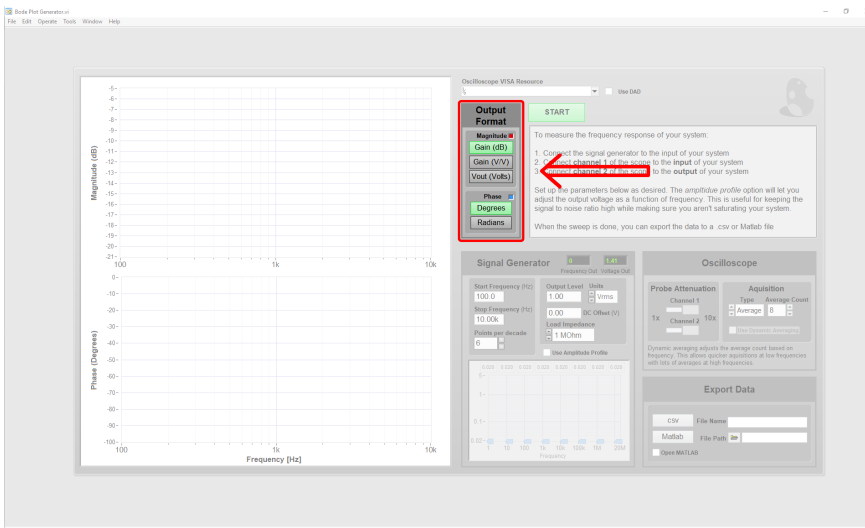

Figure 7: Output display format
4. Choose the output plot units. (Figure 7)